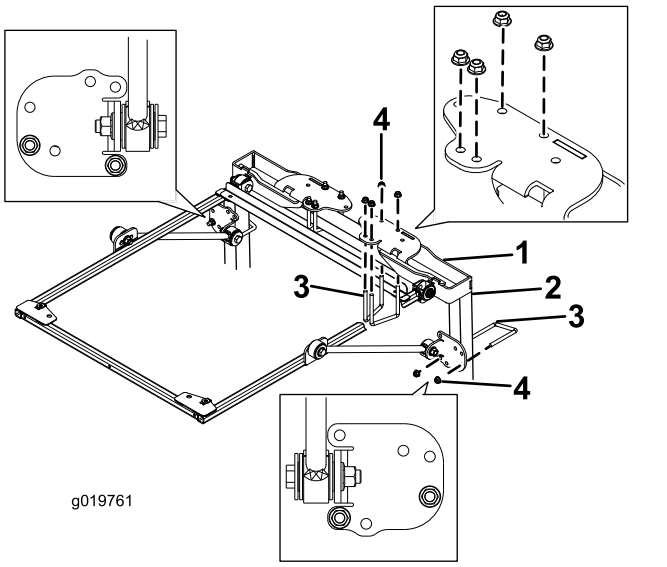

Figur 3
4. Anbring styrtbøjlens monteringsbeslag på toppen af traktionsenhedens styrtbøjle (Figur 3).
5. Brug de monteringshuller, der er vist i Figur 3, og fastgør hvert af styrtbøjlens monteringsbeslag til toppen af styrtbøjlen med 2 bøjleskruer (4 tommer) og 4 flangemøtrikker.
6. Brug de monteringshuller, der er vist i Figur 3, og fastgør løst hvert af afstiverbeslagene til styrtbøjlestiverne med en bøjleskrue (4 tommer) og 2 flangemøtrikker.